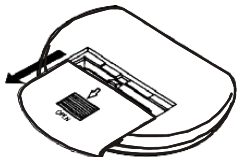

Figure 1
1. Pull the cover in rearward direction and open it (figure 1)